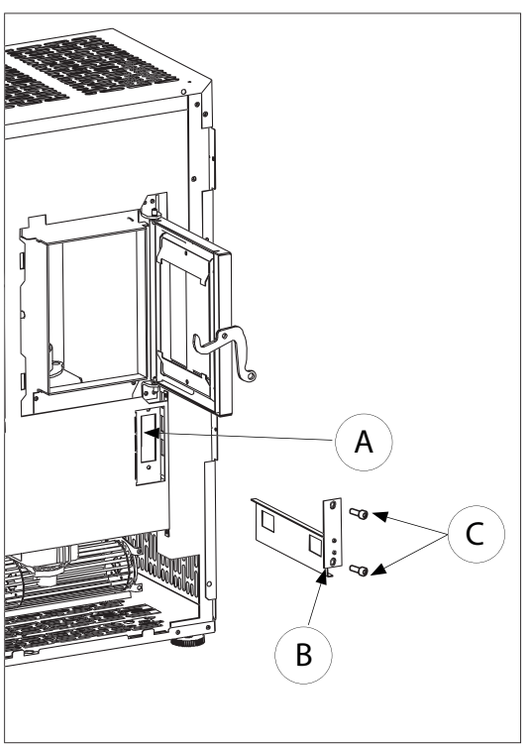

Fig. 6.1.2
- pour un accès facile au compartiment à fumée (A) Il suffit de démonter le couvercle (B) en dévissant les deux vis (C) (Fig. 6.1.2).